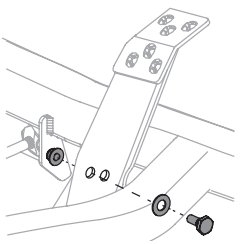

Fig. 36
2. Retirez le boulon hexagonal, la rondelle et l'écrou hexagonal près du centre de la pédale (Fig. 36).
4. Réinstallez le matériel précédemment retiré et serrez l'écrou à 38-47 N-m (28-35 pi-lb) (Fig. 36 à la page 103).